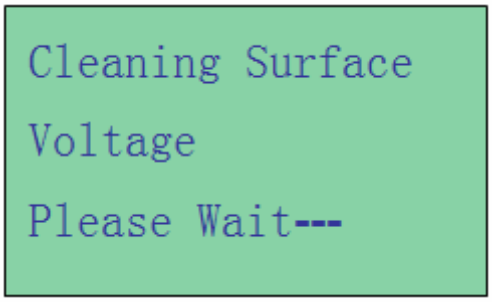

Figure 5
7. Press ENTER key will proceed to do the battery testing and if it has detected any surface voltage on the battery, it will start to clean and a message is shown (Fig. 5) below.